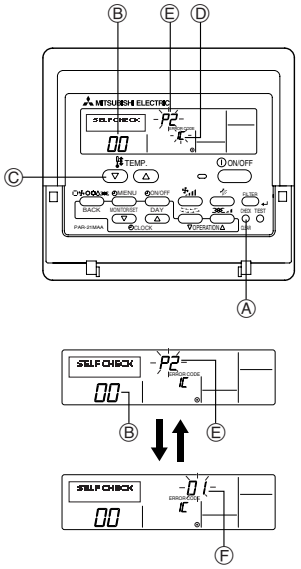

Fig. 7-3
7.3.1. Para el controlador remoto cableado (Fig. 7-3)
① Encienda el aparato.
② Pulse el botón [CHECK] dos veces.
③ Ajuste la dirección del refrigerante mediante el botón [TEMP] si utiliza un control de sistema.
④ Pulse el botón [ON/OFF] para terminar el autotest.